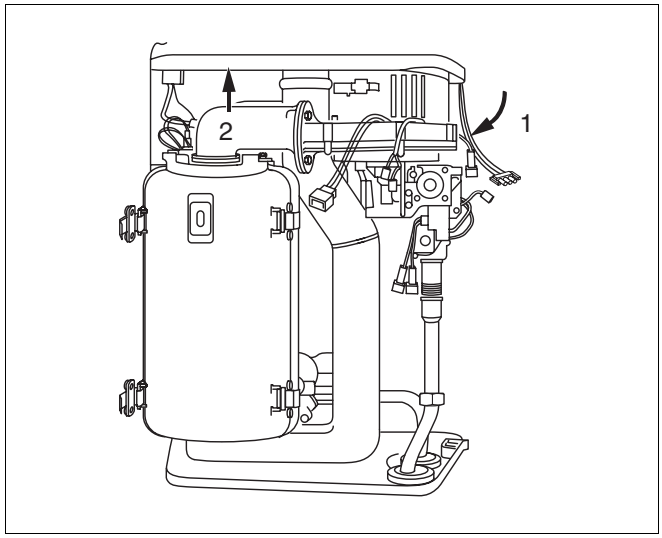

Rys. 46 Demontaż zespołu gazowo-powietrznego
- Odchylić zespół gazowo-powietrzny "KombiVENT" do przodu (rys. 46, **poz. 1**).
- Wyjąć zespół gazowo-powietrzny "KombiVENT" z połączenia bagnetowego do góry (rys. 46, **poz. 2**) i usunąć do przodu z urządzenia.